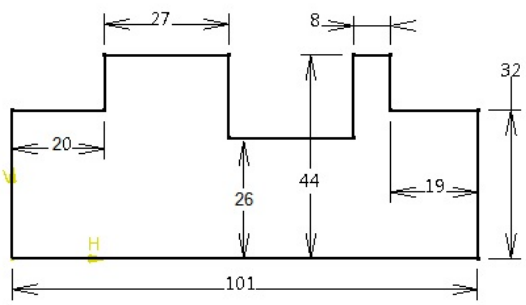

Figure 15-119 *Sketch for the base wall of the Holder Clip*
a. Start a new sheet metal file and then draw the sketch of the base wall of the sheet metal component, refer to Figure 15-119.
1. Invoke the **Sketcher** workbench by selecting the xy plane as the sketching plane and draw the sketch for the base wall, as shown in Figure 15-119.